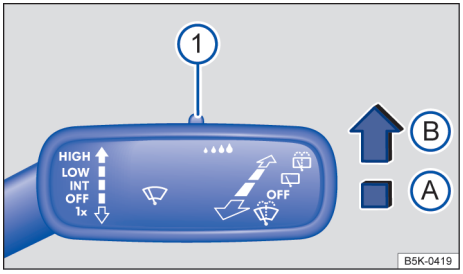

Fig. 76 À direita da coluna de direção: alavanca dos limpadores dos vidros.
Pressionar a alavanca para a posição desejada → Fig. 76:
A sensibilidade do sensor de chuva pode ser ajustada manualmente com o interruptor na alavanca dos limpadores dos vidros → Fig. 76 (1) → ⚠.